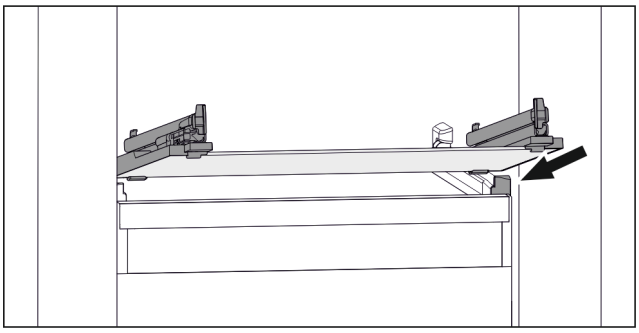

Fig. 77 Beispielhafte Darstellung der Glasplatte
- ▶ Glasplatte schräg hinter den Stoppern aufsetzen. (siehe Fig. 77)